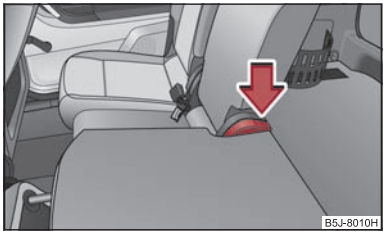

Fig. 55 Folding the seat backrest back into position
- Push the lever ⇒ fig. 55 and fold the backrest back into position. Check for yourself that the seat backrest is engaged.